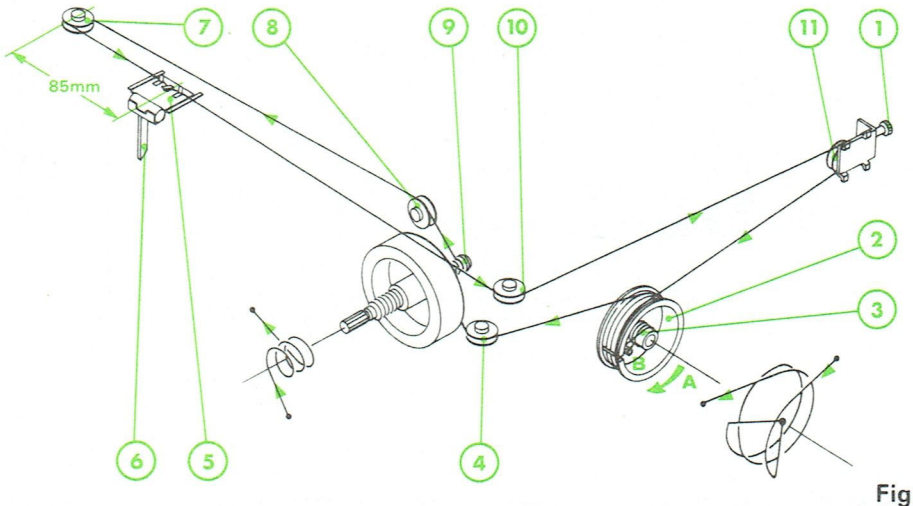

Fig. 2
F – REMPLACEMENT DU CORDONNET D'ENTRAINEMENT (Fig. 2)
5° - Avec un des brins du cordonnet effectuer un tour trois quart sur la poulie (2). Le sens d'enroulement du cordonnet sur les différentes poulies est repéré par des flèches sur la Fig. 2.